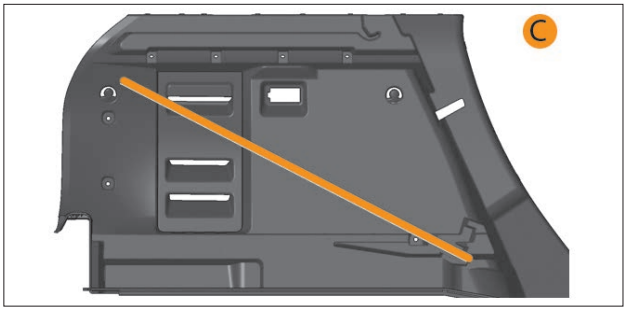

Рис. 9.8.3. Наклонное положение съемного пола (вид сбоку)
- В наклонном положении **C** (рис. 9.8.3) для обеспечения доступа в подпольное пространство.